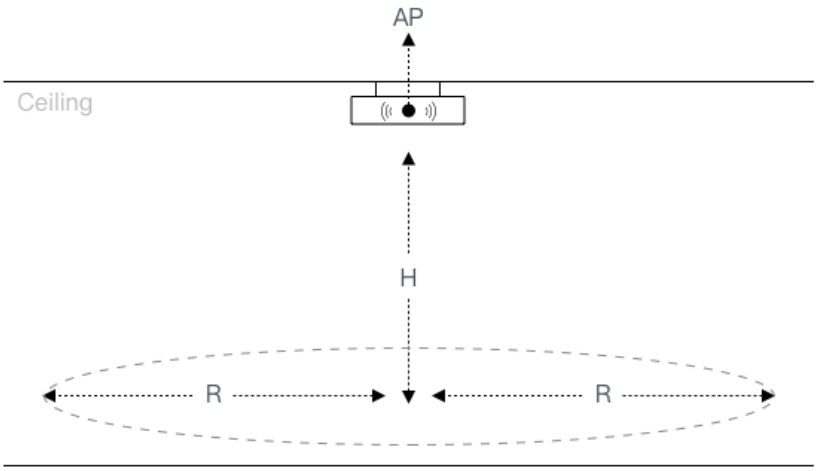

Figure 3-1 HS_C09978 installation diagram
The installation height may be affect AP wireless coverage. Generally, HS_C09978 is installed in a higher position to achieve better transmission and coverage, as shown in *Figure 3-1*.
- If the shelf height is ≤3m, **H** in *Figure 3-1* is recommended to 3m ~ 5m, and the coverage radius **R** is 10m ~ 13m. It is recommended that the radius **R** is 10m, installation distance of two Hanshow APs is about 22m, and at least 5m.
- If the shelf height is 3m ~ 5m, **H** in *Figure 3-1* is recommended to 5m ~ 8m, and the coverage radius **R** is 7m ~ 10m. It is recommended that the installation distance of two Hanshow APs is about 18m and at least 5m.